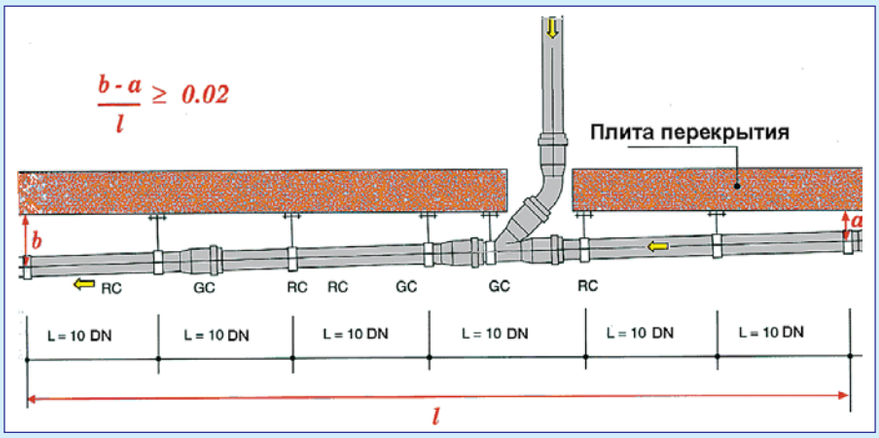

Рисунок 32. Крепление подвешенного трубопровода
Подвешенный трубопровод (Рис. 32) монтируется с помощью фиксирующих (GC) и скользящих хомутов (RC), направляющих и поддерживающих трубу, не мешая ее удлинению.